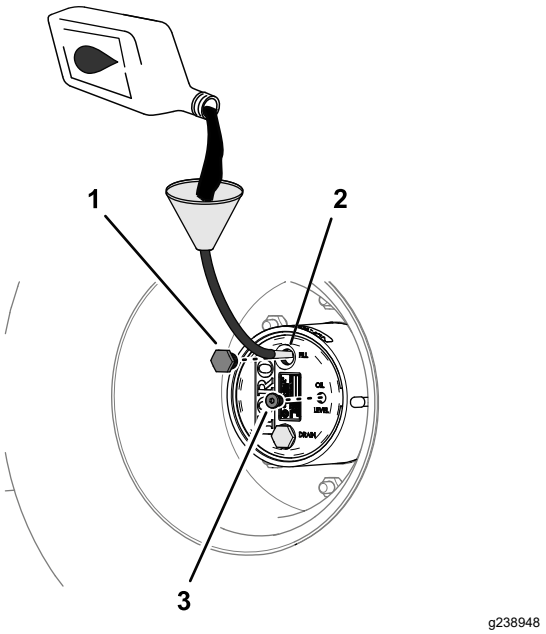

Figura 93
4. Se o nível de lubrificante estiver baixo, retire o tampão de enchimento e adicione o lubrificante especificado até começar a sair pelo furo do tampão de verificação (Figura 93); consulte a
6. Instale o tampão de enchimento e o tampão de verificação (Figura 93).
1. Através do furo do tampão de enchimento, adicione lentamente o lubrificante de engrenagens especificado; consulte Figura 93 em Verificação do lubrificante da transmissão da engrenagem planetária (página 72).
3. Instale o tampão de enchimento e o tampão de verificação; consulte Figura 93 em Verificação do lubrificante da transmissão da engrenagem planetária (página 72).